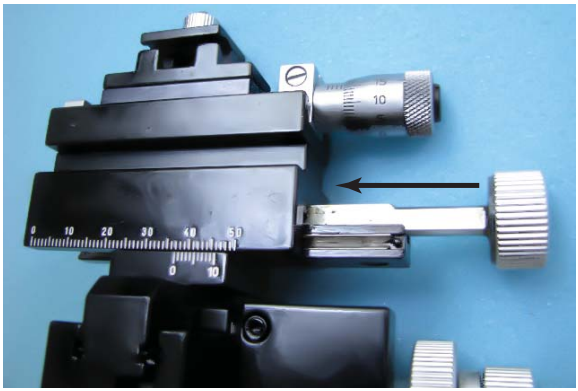

Fig. 4—Fully extend the X-axis away from adjustment knob.
1. The first step is to rotate the X-Axis Coarse Correction knob clockwise until the x-axis reaches the end of its travel in the fully extended position as indicated by the black arrow in Fig. 4. This is necessary, because it provides better access to the knob. In step 2, you will use a pair of pliers to secure this knob while loosening the black locking nut so that the adjustment can be made.